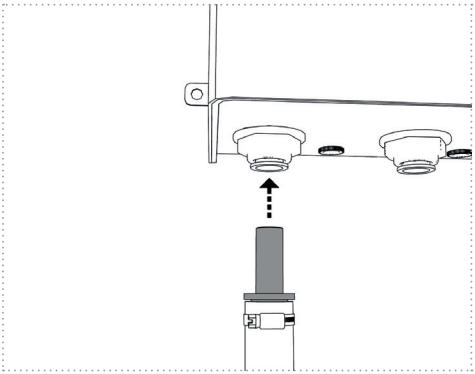

Figure 10a
a. directement dans les raccordements de l'unité UV (figure 10a)